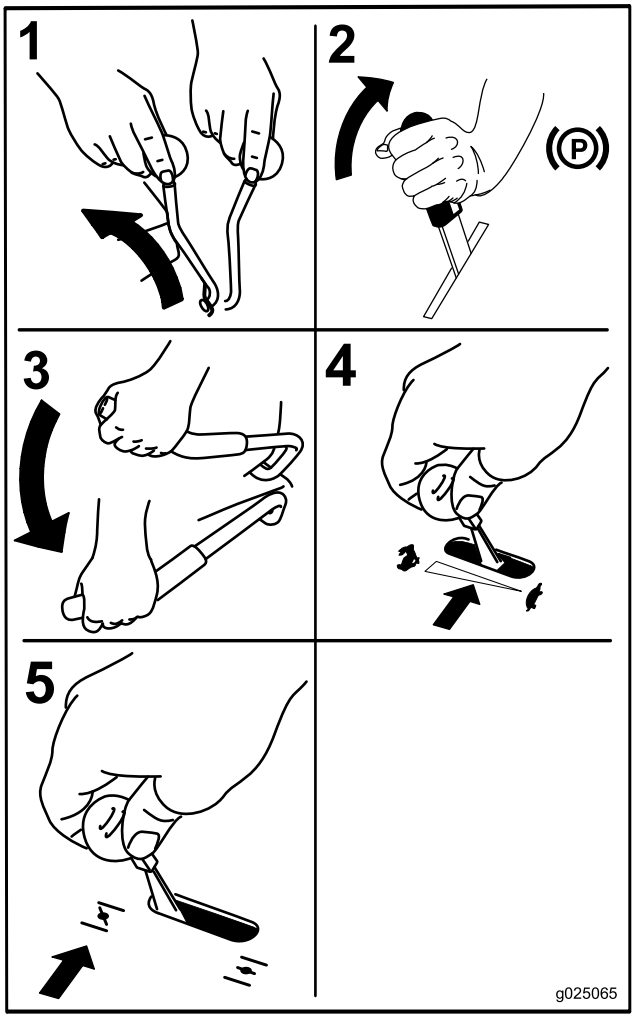

Figuur 15
3. Zet de aftakashendel in de UIT-stand (Figuur 15).